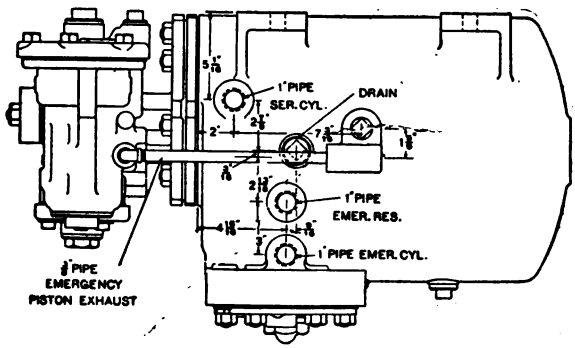

FIG. 147. CONTROL VALVE, COMMON EXHAUST RESERVOIR. SIDE VIEW.
A. By pieces of ⅜-inch pipe which connect into the common exhaust chamber. (See Figs. 147 and 148.)